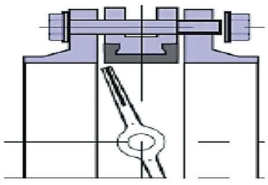

Рис. 4
5. Перед началом монтажа диск поворотного затвора необходимо немного приоткрыть, но так, чтобы диск не выходил за корпус дискового поворотного затвора (рис. 4).